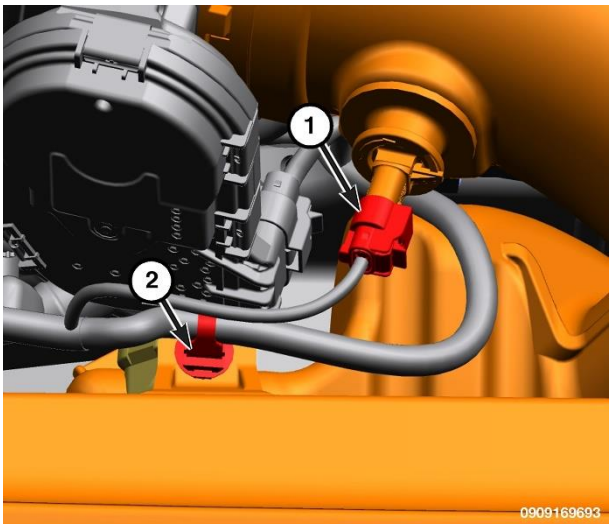

Figure 3 – Inlet Air Temperature Sensor
7. **If equipped**, disconnect the wire harness connector (1) from the Inlet Air Temperature (IAT) sensor and wire harness retainer (2) from the air cleaner resonator (Figure 3).
26. **If equipped**, connect the wire harness connector (1) to the Inlet Air Temperature (IAT) sensor and secure the wire harness retainer (2) to the air cleaner resonator (Figure 3).
22. **If equipped**, connect the wire harness connector (1) to the Inlet Air Temperature (IAT) sensor and secure the wire harness retainer (2) to the air cleaner resonator (Figure 3).